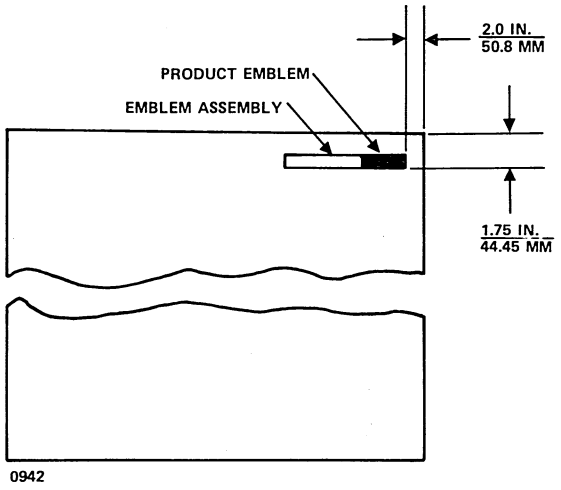

Figure 23-17. Product Emblem Location
2. Select the emblem assembly (part number 15000601) and product emblem (part number 39278200). Remove the protective backing from the product emblem, and apply the emblem to the right side of the emblem assembly. Remove the two pins from the back of the emblem assembly with a sharp knife. Remove the protective backing; attach the emblem assembly to the door, as shown in figure 23-17.